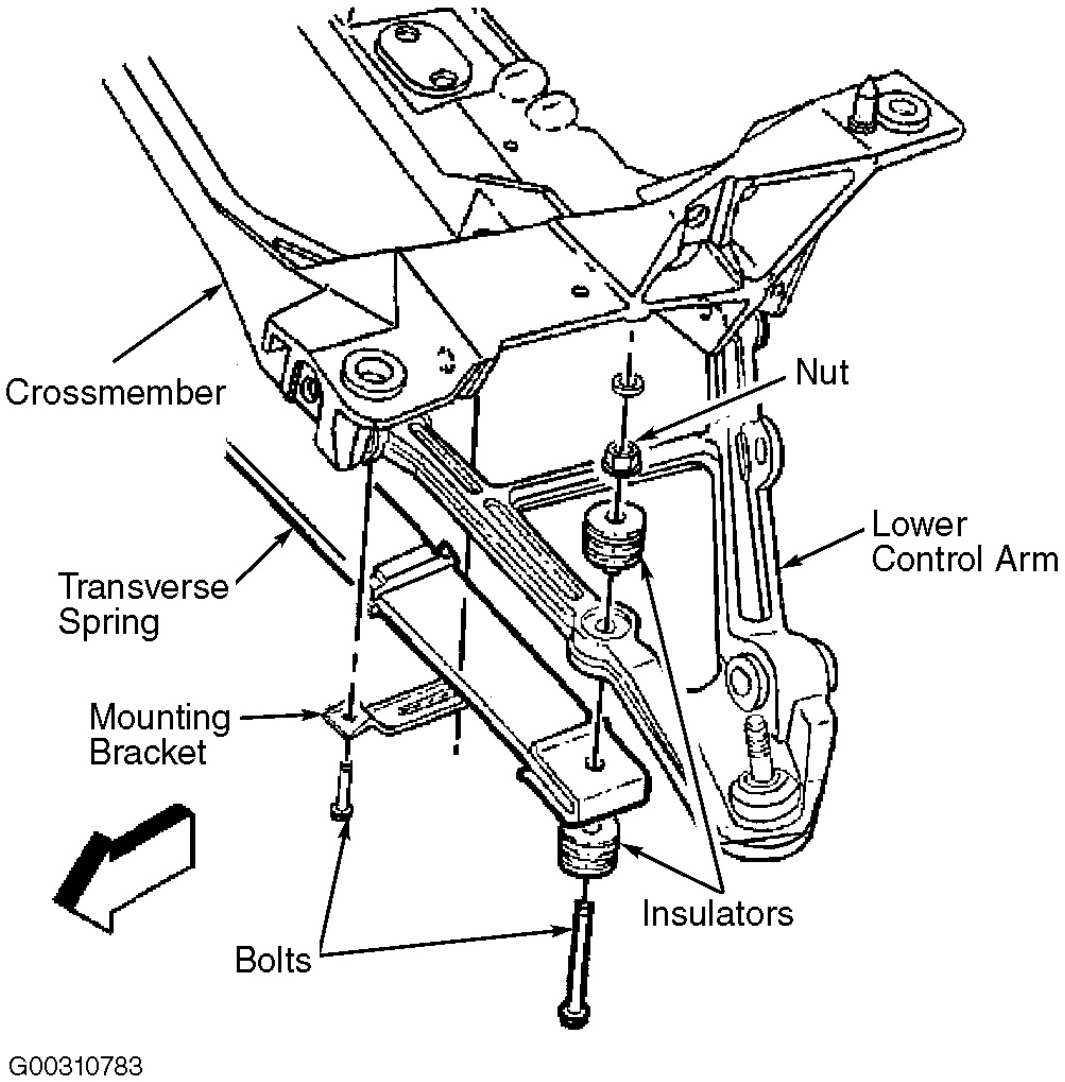

Fig. 5: Identifying Transverse Spring-To-Lower Control Arm Components
C. Remove the retainers, nuts, bolts and insulators retaining the transverse spring to the lower control arms. See **Fig. 5** .
C. Install the rear transverse spring spacers, insulators and mounting brackets to the crossmember. See **Fig. 5** . Tighten the rear transverse spring mounting bracket bolts to specification. See **TORQUE SPECIFICATIONS** .